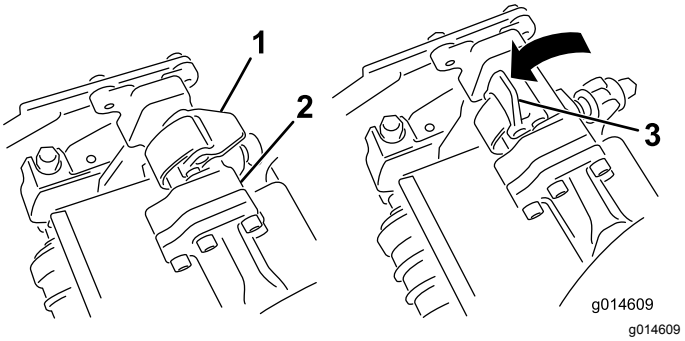
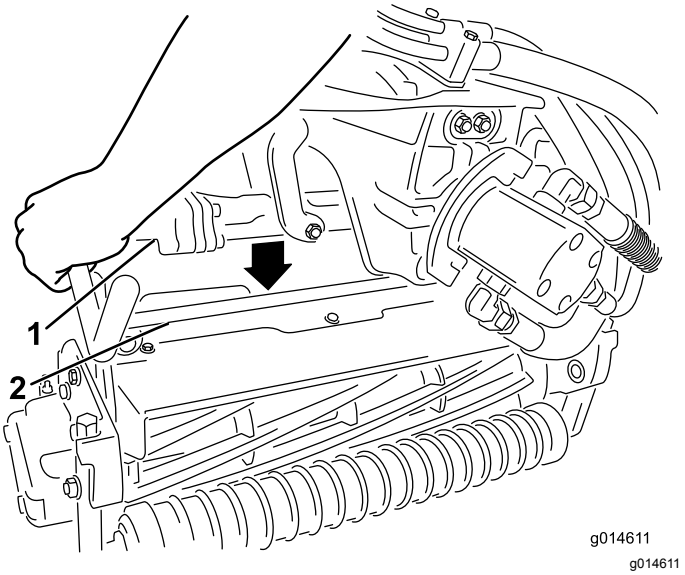

Rysunek 32
Rysunek 33
3. Gdy zapadki na pręcie ramienia podwieszonego skierowane są ku górze (tzn. gdy są otwarte) (Rysunek 32), popchnij ramię podwieszone w dół, tak aby pręt dopasował się do innego pręta w górnej części zespołu tnącego (Rysunek 33).
4. Zamknij zapadki wokół pręta zespołu tnącego, a następnie zablokuj je na swoim miejscu(Rysunek 32).
4. Otwórz zapadki na pręcie ramienia podwieszonego demontowanego zespołu tnącego (Rysunek 32).